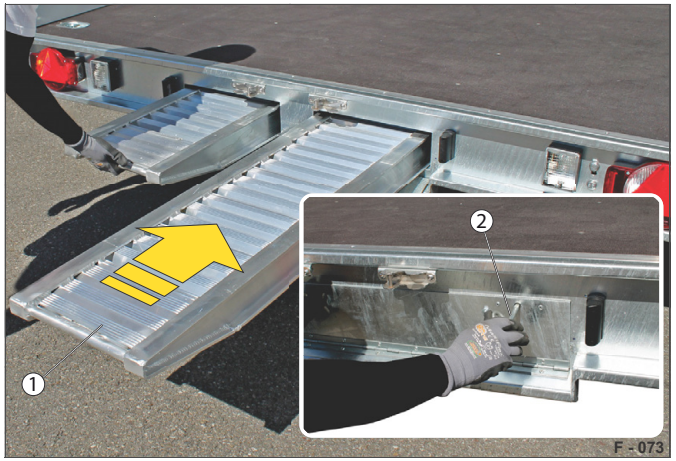

Abb. 76 Příklad: HT, nájezdové plošiny zajištěné
▶ Zasuňte nájezdovou plošinu do (Abb. 76/1) prostoru na plošiny.
▶ Uzavřete kryt prostoru na plošiny (Abb. 76/1) čtyřhranným klíčem.